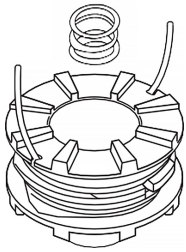

Рис. 19 Пазы для удержания корда.
6. Когда корд намотан полностью, вставьте оба его конца в соответствующие пазы для удерживания корда в натянутом состоянии, оставив концы длиной 10 см. (Рис. 19).